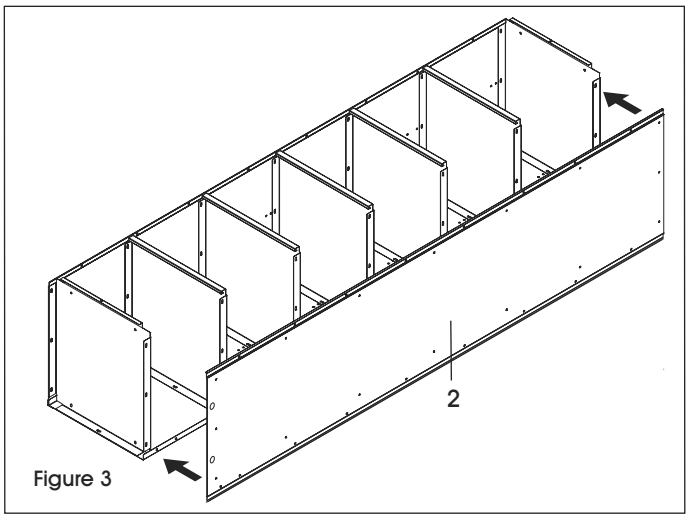

Figure 3
4. Bolt right side panel (2) to the back panel (1). Attach right side panel to top, bottom and shelves. (See Figure 3)